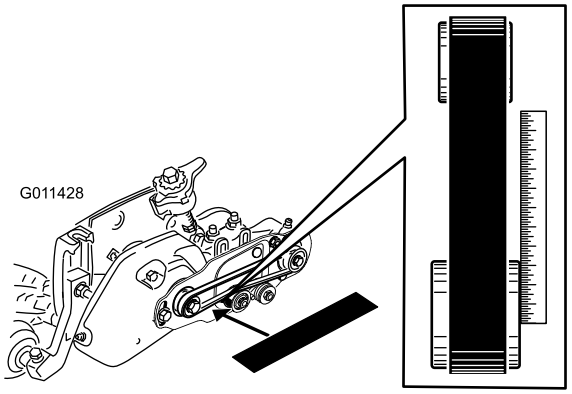

Figur 33
- Legg en rett kant langs den ytre siden av **lederullen** (Figur 33).